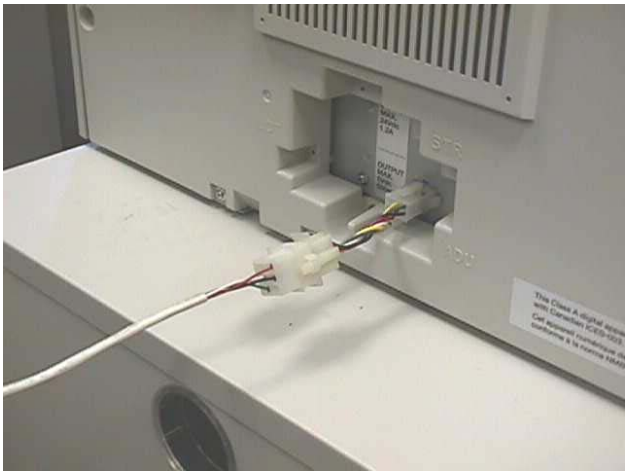

FIGURE 1
3.1 If installing a Remote Counter, plug the Remote Counter connector into the 6-pin connector located on the back of copier. (see figure 1)